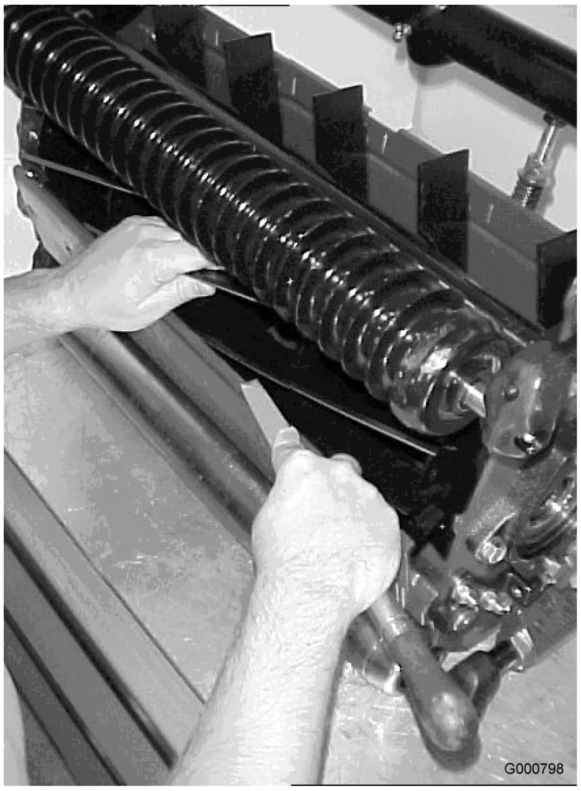

Figuur 72
11. Als een maaimes correct is geslepen, zal er op de voorste snijrand van het mes een braam ontstaan. Verwijder deze braam voorzichtig met een vijl en zorg ervoor dat snijrand hierbij niet bot wordt (Figuur 72).